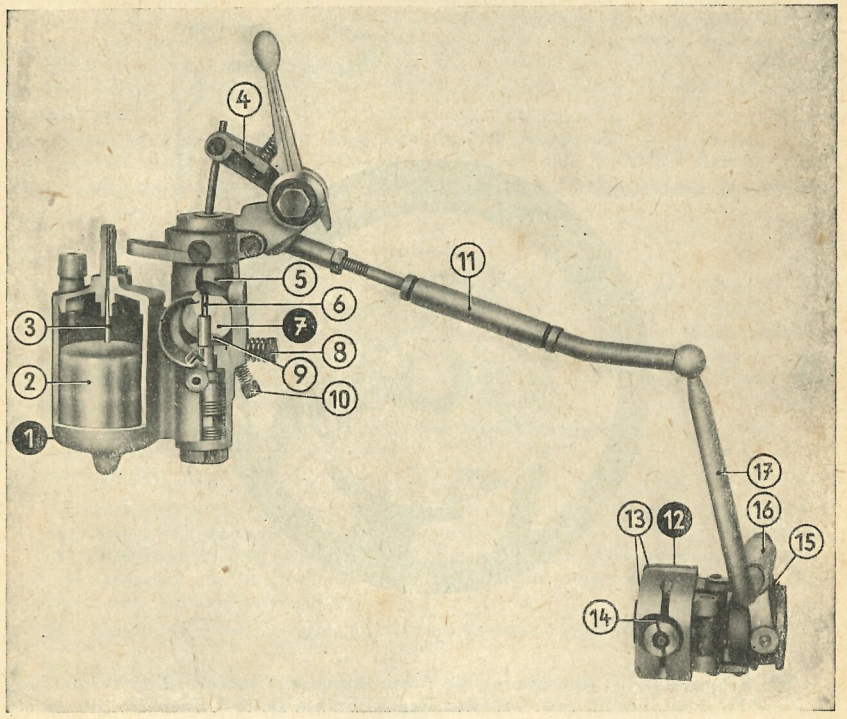

Bild 16
Die Arbeitsweise des Reglers ist folgende (Bild 16):
6. **Vergaser** (Bild 16)